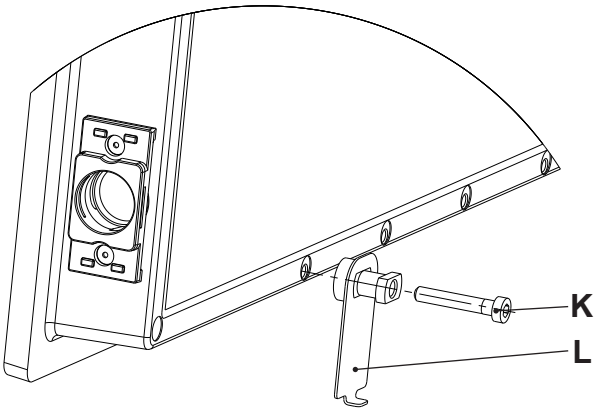

Figure 12
11. Install the locking pins (L) on the left and right of the collector using hexagon socket screws (K) as shown in the drawing (Figure 12).